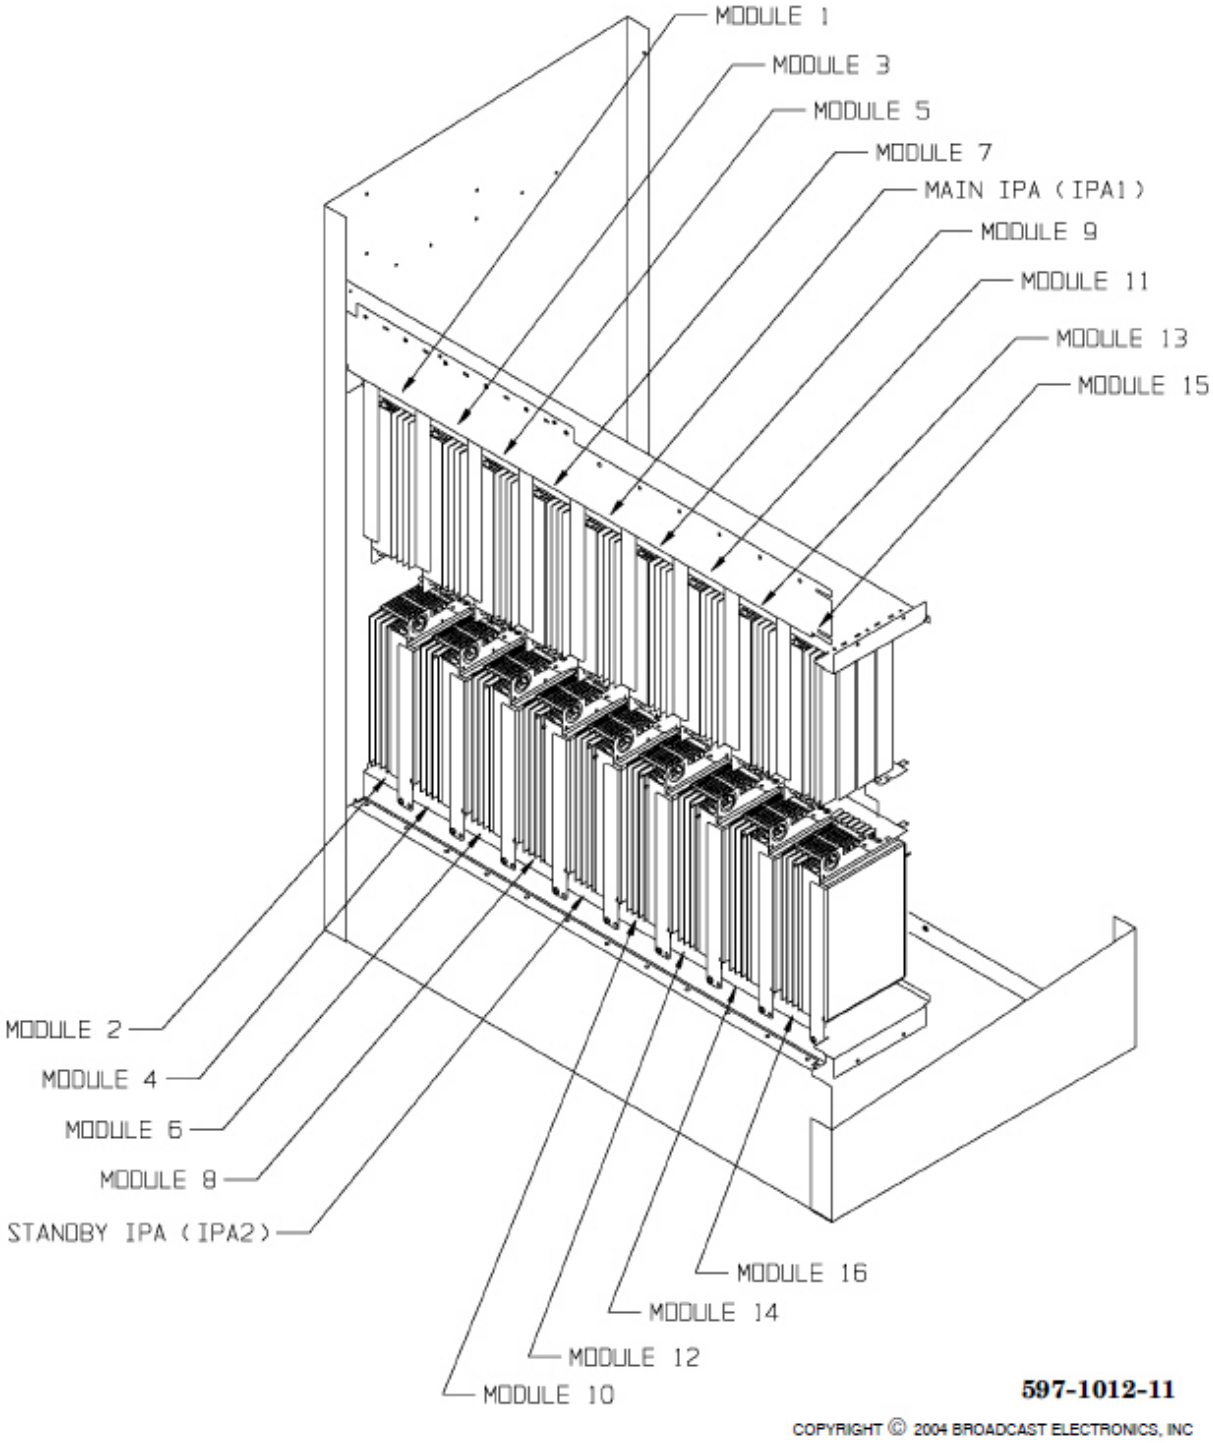

Figure 42. POWER AMPLIFIER/IPA MODULE INSTALLATION (1 OF 2).
7. Refer to Figure 42, and replace the power amplifier module as follows: